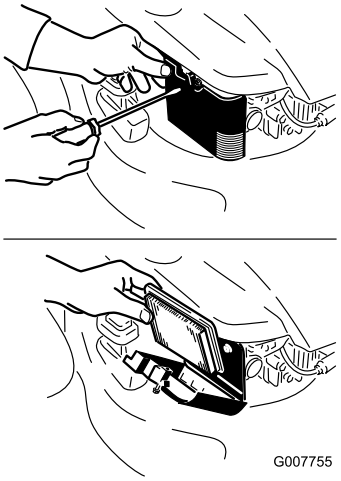

Figure 23
2. Ouvrez le couvercle du filtre à air et déposez le filtre à air usagé (Figure 23).